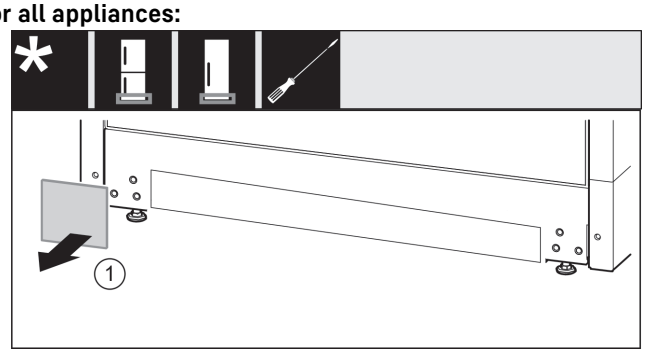

Fig. 47
- ▶ Remove cover *Fig. 47 (1)*.